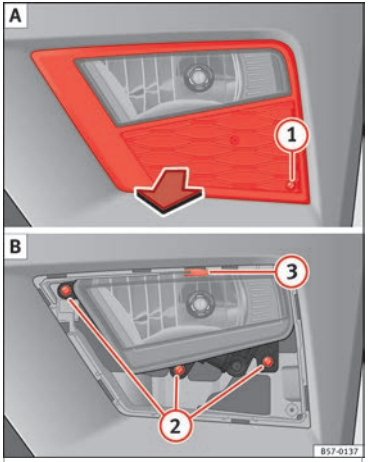
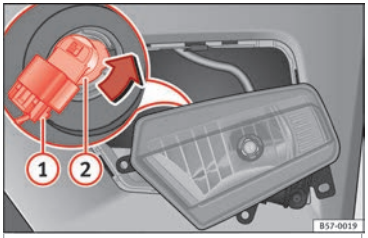

Fig. 109 Fog light: extracting the grille.
Fig. 110 Fog light: remove the bulb holder
1. Remove the screw ››› Fig. 109 (1) [A] from the fog light grille using a screwdriver and extract the grille.
2. Remove the 3 screws ››› Fig. 109 (2) [B].
3. Remove the metal clip situated on the upper part of the fog light by pulling away from the vehicle (3) [B] and extract the fog light.
4. Remove connector ››› Fig. 110 (1) from the bulb.
5. Turn the bulb holder ››› Fig. 110 (2) anticlockwise and pull.